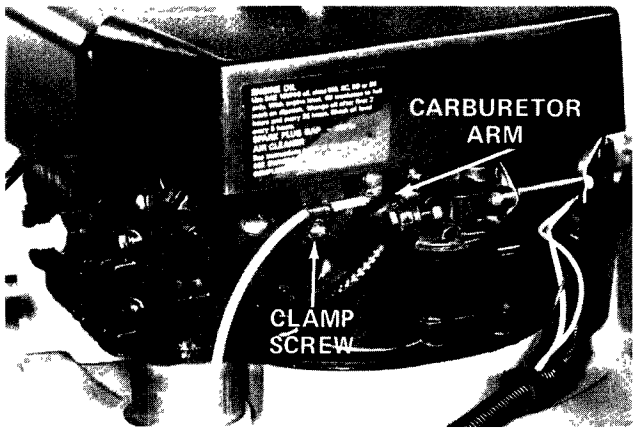

Figure 41
3. Loosen cable clamp screw until throttle cable is free to slide (Fig. 41).
4. Move carburetor control arm to the left until it contacts grounding bracket (Fig. 41).